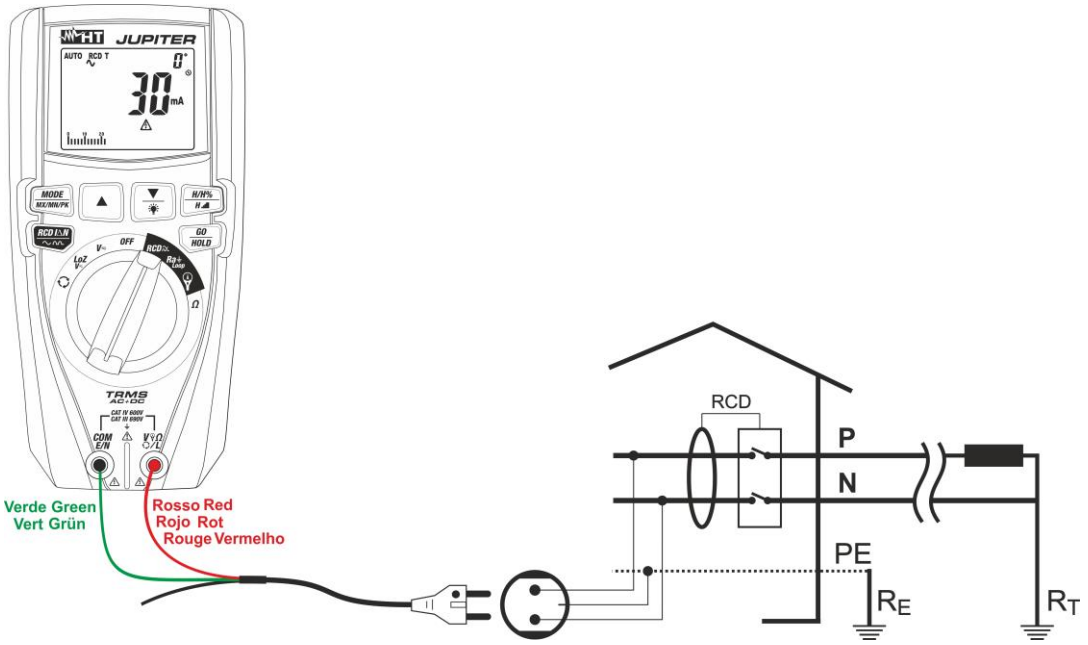

Fig. 29: Uso do instrumento para teste do RCD num sistema Monofásico com cabo com ficha Schuko
6. No caso de uso do cabo com ficha shuko inserir o condutor vermelho no terminal de entrada **VΩL** e o condutor verde no terminal de entrada **COM/E/N** e ligar o instrumento à instalação em exame (ver Fig. 29). A presença da tensão Fase-Terra é mostrada na barra gráfica